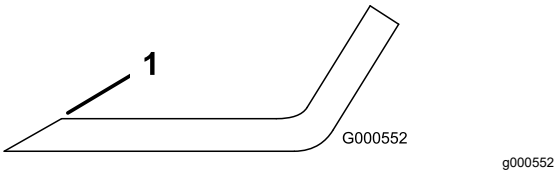

Figuur 62
1. Gebruik een vijl om de snijranden aan beide uiteinden van het mes te slijpen (Figuur 62).
Opmerking: Als het mes niet in balans is, moet u wat metaal afvijlen van het uiteinde van de vleugel (Figuur 62).